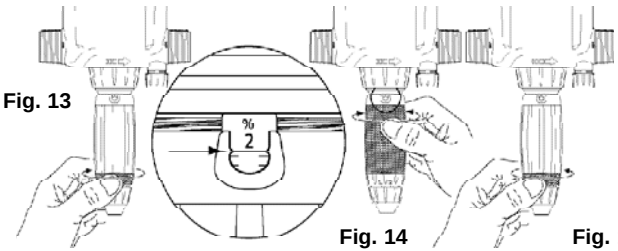

Fig. 13 **Fig. 14** **Fig. 15**
- Draai de conische moer/blokkeerring los (**Fig. 13**).